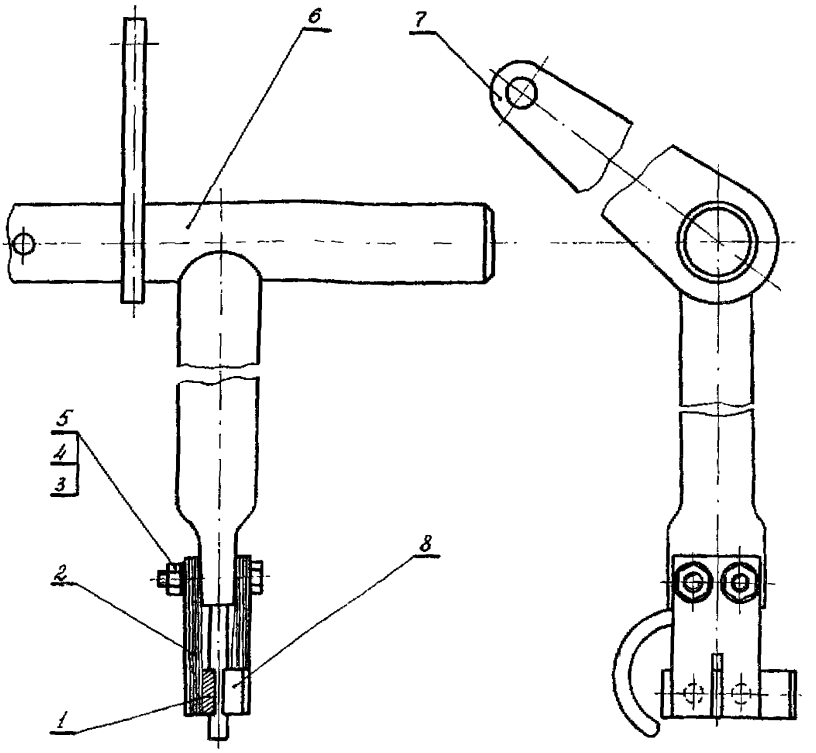

Рис. 7. Нож заземления:
05.I. Очистить от пыли и грязи детали ножа заземления (рис. 7).